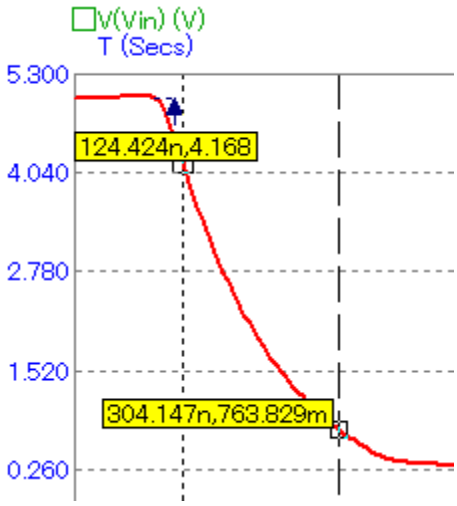

Рис. 12. Вертикальные
2) Установить два вертикальных курсора с помощью кнопки сначала для одного фронта, например для заднего. После нажатия кнопки на экране в области графика появятся вертикальные пунктирные линии с более мелким штрихом для левого курсора и с более крупным – для правого (см. рис.12). Их перемещением можно управлять мышкой (левой и правой кнопкой соответственно), нажав кнопку в момент совпадения указателя мыши и линии нужного курсора, и перетаскивая курсор мышкой, не отпуская нажатую кнопку. Поместив курсор в нужную точку, кнопку мыши можно отпустить, тогда положение курсора зафиксируется. По мере перемещения курсора на экран выводится координаты, соответствующиеего пересечению с графиком. Там вы и должны зафиксировать начало и конец выбранного для анализа фронта.